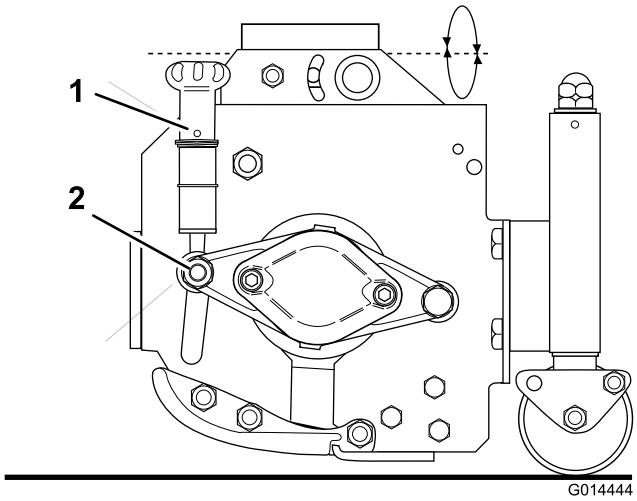

Figur 71
3. Hvis justering er nødvendig, gør som følger - løsn møtrikken (Figur 71) en 1/4 omgang i begge ender.
4. Drej håndhjulet (Figur 71) i hver ende på skift, mens klippecylinderen drejes tilbage, indtil bundskærekniven er i flygtig kontakt med cylinderen langs den fulde længde.
6. Stram møtrik (Figur 71) i begge ender.